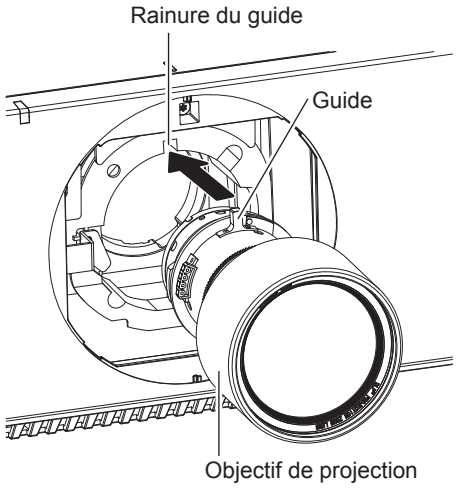

Fig. 1
1) Retirez le couvercle de support d’objectif, alignez le guide de l’objectif de projection avec la rainure du guide du projecteur, puis insérez-le dans l’extrémité. (Fig. 1)